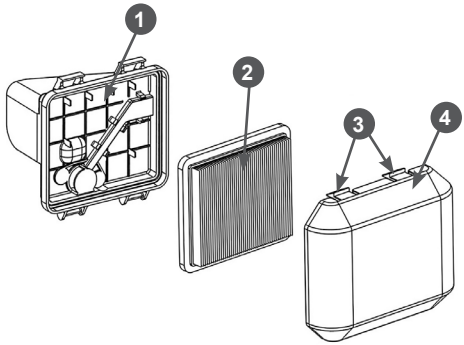

Рис. 17 Обслуживание воздушного фильтра
1. Нажмите на фиксаторы 3 и снимите крышку 4 воздушного фильтра (Рис. 17).
2. Извлеките бумажный фильтрующий элемент 2 (Рис. 17).
5. Произведите очистку крышки 4 воздушного фильтра и корпуса 1, не допуская попадания пыли и грязи в воздуховод, ведущий к карбюратору (Рис. 17).